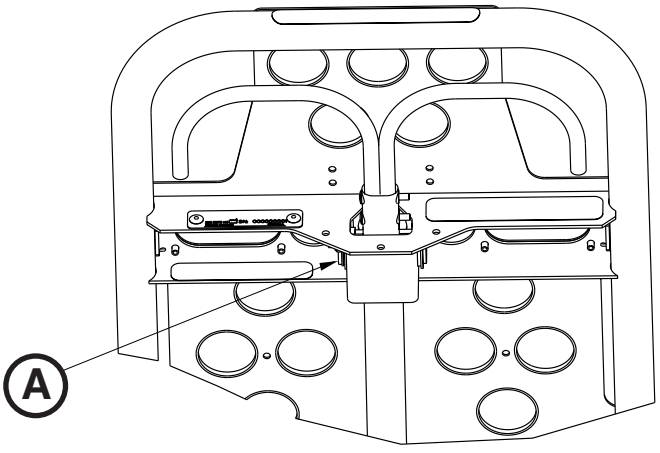

Figur 74
2. Lossa på stoppskruven (A) som håller fast gasskaftet vid bryggan med hjälp av en 3/32" insexnyckel (Figur 74).